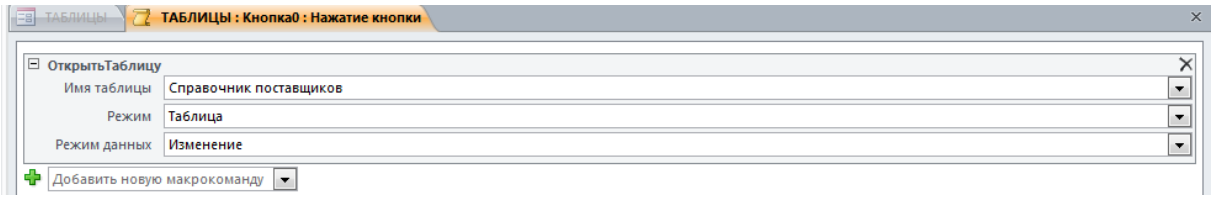

Рис. 7.8. Выбор имени таблицы и режима открытия
1.6.5. В строке *Добавить новую макрокоманду* выбирается команда *ОткрытьТаблицу*. В разделе *Аргументы макрокоманды* в раскрывающемся списке выбирается имя открываемой таблицы и режим открытия (рис. 7.8).